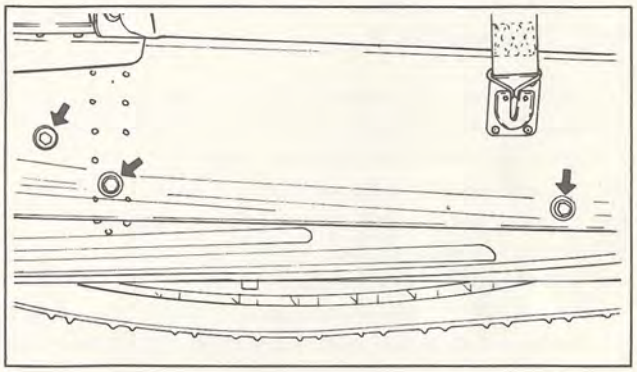

Fig. 4-7
(7) Check the suspension bolts (six), and if loose, retighten. If bolts are loose, the frame may be cracked by road shocks. (Fig. 4-7)